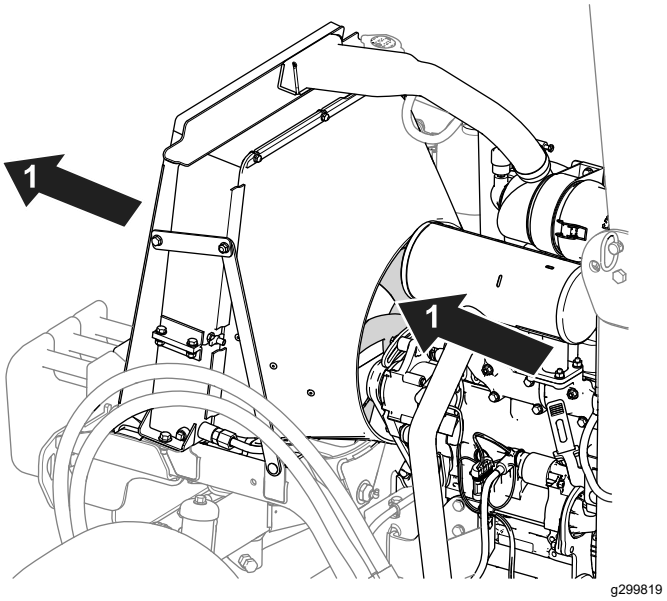

Bild 70
- Reinigen Sie die Kühlrippen mit Druckluft. Richten Sie dabei die Druckluft vom Motorinnenraum nach außen (Bild 70).